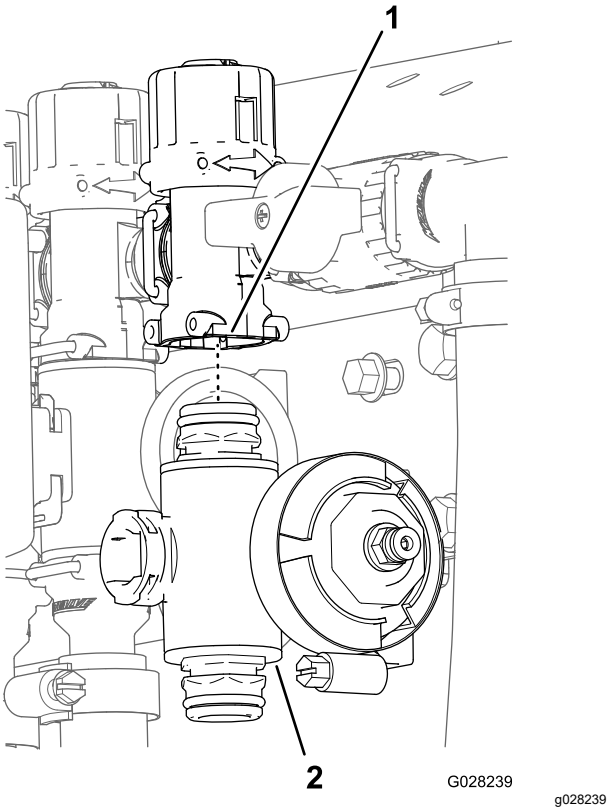

Figuur 76
3. Bij de kleppen van de linker- en rechterspuitbomen: verwijder de flenskopbouten en flensmoeren waarmee de klep/kleppen van de spuitbomen op de klepbevestiging zijn gemonteerd, en verwijder de klepverdeler(s) van de machine. Bij de klep van de middelste spuitboom: verwijder de spuitboomklepverdeler van de machine (Figuur 76).